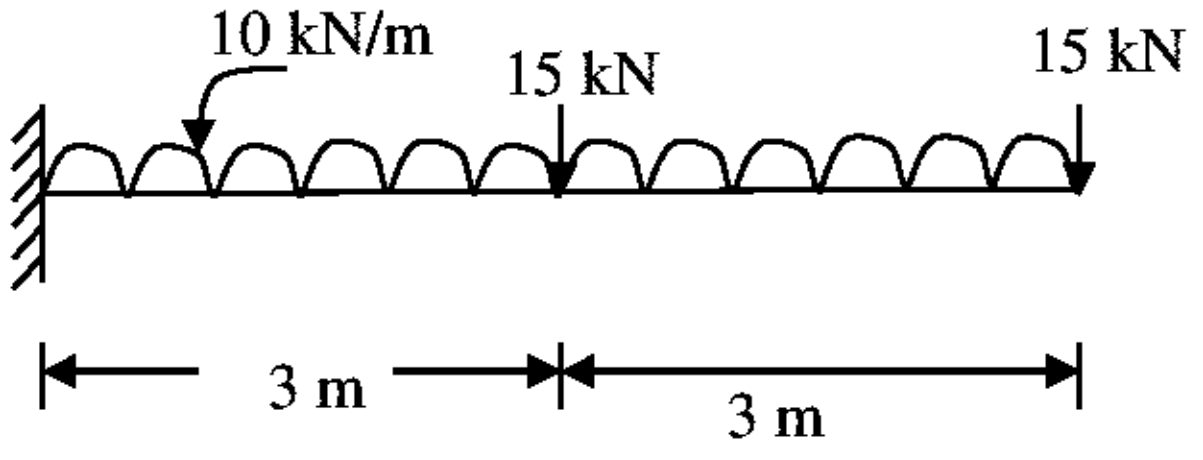

Fig. 4
Q.3 (a) Draw Shear Force and Bending Moment diagram for the cantilever beam as shown in fig.4. **07**